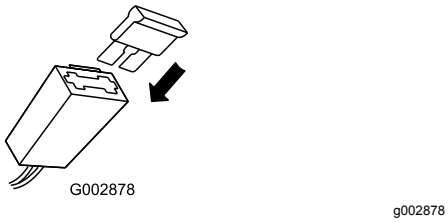

**Rysunek 41**
2. Wymień bezpiecznik w uchwycie bezpiecznika (Rysunek 41).